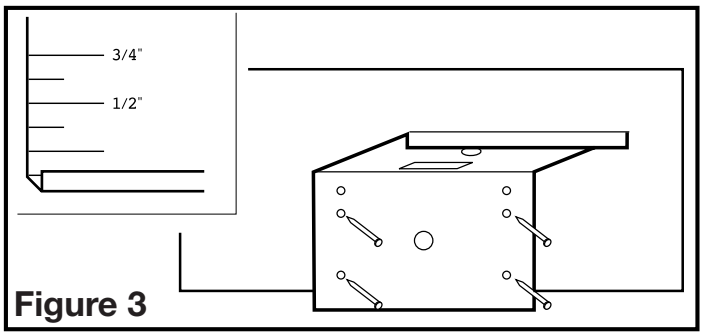

Figure 3
1. Using the gauge on the mounting bracket, line up the bracket on the joist so the bottom of the fan will be flush with the finished ceiling. Nail or screw the bracket in place securely **(Figure 3).**
2. Line up the bracket on the joist so the bottom of the fan will be flush with the finished ceiling. Nail or screw the snap-in bracket in place securely **(Figure 3).**